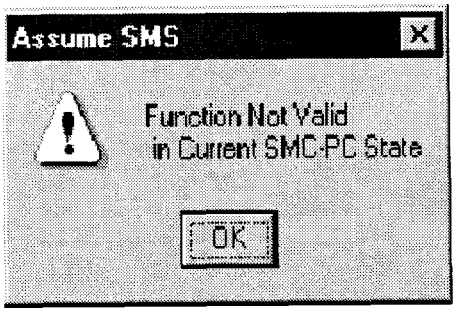

FIGURE 4-23. ASSUME SMS DIALOG BOX
1. A message box (Figure 4-23) is displayed if a user attempts to perform a function that is not allowed in the current SMC-PC state.